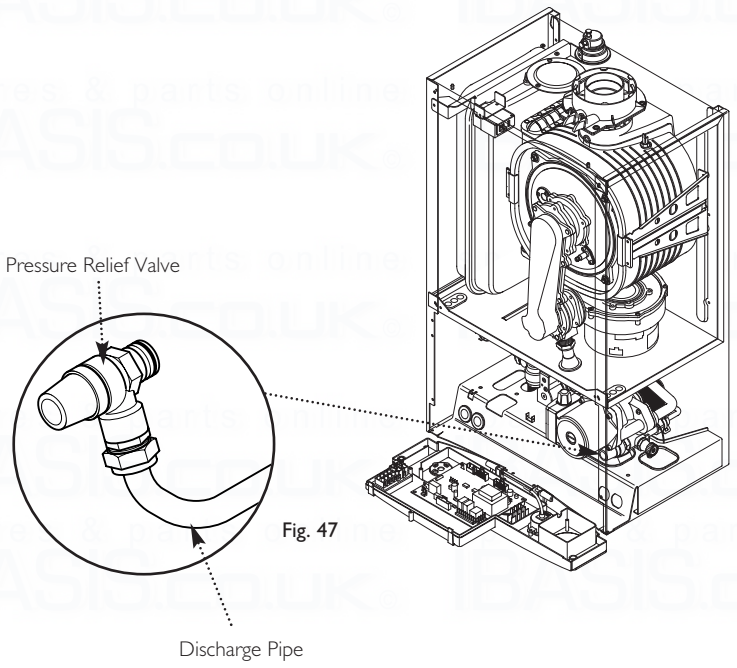

Fig. 47
10.5 Fitting the Pressure Relief Discharge Pipe (Fig. 47)